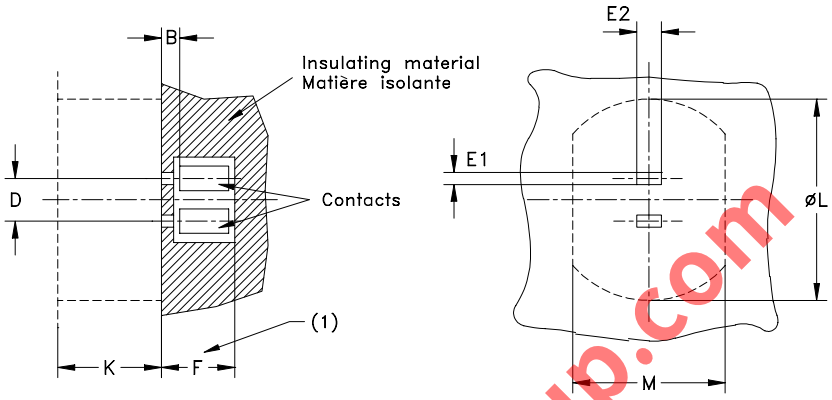

Fig. 2 CONTACT ASSEMBLY WITH PARALLEL SLIDE-IN GROOVES
La construction représentée à la figure 2 est de cette catégorie (Voir la CEI 60357).
(1) Entire base pin length provided for, in case base dimension J equals zero.
(2) Lead-in angle or radius recommended.
(3) For design purposes, dimension ½E provides minimum length grooves below the horizontal centre line.
(4) Dimension Bmax controls positioning of the contacts so that there is sufficient contact length available to engage the shortest base pins. Bmin is determined in relation to the clearance for live parts test.
(5) Dimensions D, ½E and L of figure 2 are referenced to the horizontal centre line.
(1) Prévue pour toute la longueur de la broche du culot dans le cas où la dimension J du culot est nulle.
(2) Il est recommandé de prévoir un angle ou un rayon de guidage.
(3) Pour la construction, la dimension ½E correspond aux rainures de profondeur minimale au-dessous de l'axe horizontal.
(4) La dimension Bmax détermine la position des contacts, assurant une longueur de contact suffisante pour la broche la plus courte du culot. La dimension Bmin est déterminée par la distance dans l'air, à vérifier pour les parties actives.
(5) Les dimensions D, ½E et L de la figure 2 sont mesurées par rapport à l'axe horizontal.